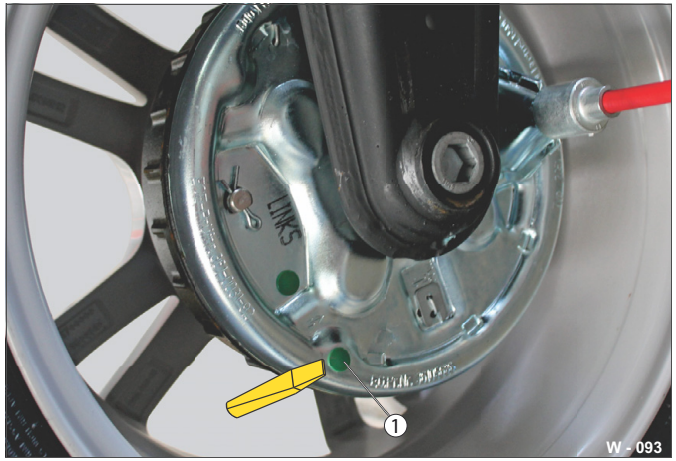

Abb. 65 Příklad: Bubnová brzda (ALKO)
- ▶ Odstraňte zátku kontrolního otvoru (Abb. 65/1).